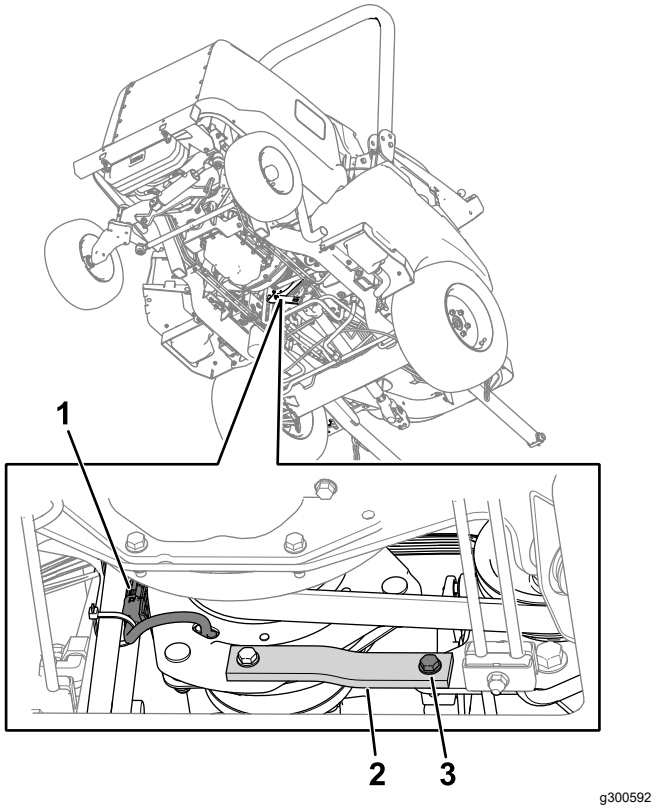

Figur 75
2. Koppla bort kopplingskablaget från maskinkablaget (Figur 75).
3. Ta bort bulten, brickan och muttern från gummiremmen (Figur 75) på ramen.